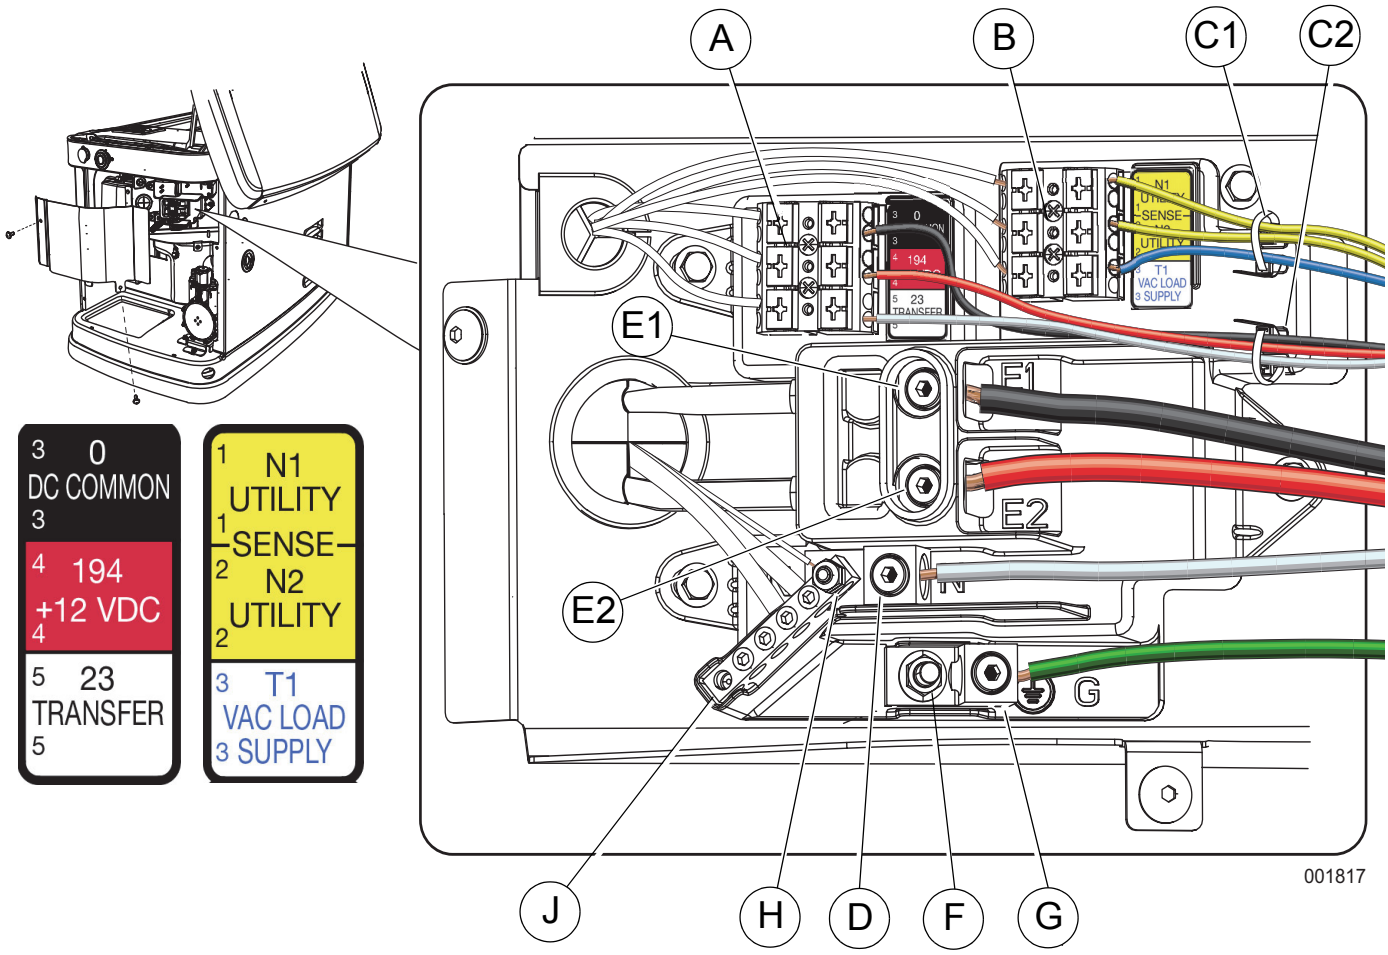

Figure 6-1. Branchements des fils électriques
Voir la section ***Figure 6-1***. Le boîtier de câblage électrique est situé derrière un panneau d'accès, du côté de l'entrée d'air du générateur. Retirez le panneau d'entrée d'air de la façon décrite à la section ***Retrait du panneau d'entrée d'air***, puis retirez le panneau d'accès. Branchez les fils conformément aux schémas et aux tableaux.
4. Dénudez les extrémités des câbles. Ne retirez pas trop de gaine isolante. Voir la section ***Figure 6-1***. Glissez les fils de détection dans le fil d'attache fourni (C1), puis branchez-les à la plaque à bornes de détection (B). Appuyez sur le point de raccordement à ressort avec un tournevis à tête plate, insérez le fil et relâchez.
5. Faites de même avec les fils de commande. Glissez-les dans le fil d'attache fourni (C2), puis branchez-les à la plaque à bornes de commande (A).
2. Voir la section ***Figure 6-1***. Desserrez les cosses aux bornes neutre (D), de mise à la terre (G) et de fils d'alimentation principaux (E1, E2).
REMARQUE : Liaison du neutre – si les installations nécessitent que le neutre soit relié à la terre, cela doit être effectué sur les bornes de branchements clients à l'intérieur du générateur. Voir la section ***Figure 6-1***. Connectez la barre neutre (J) au plot de mise à la terre (F) avec un fil de taille convenable. Serrez l'écrou du plot de mise à la terre à un couple de 3,95 Nm (35 po-lb). Ceci est habituellement nécessaire lorsque le générateur représente la source dans un système dérivé séparément. Ce n'est pas nécessaire lorsque le générateur constitue une source d'appoint dans un système électrique du réseau public avec un commutateur de transfert bipolaire. L'installation doit être réalisée conformément aux articles 250.30 et 250.35(A) du Code national de l'électricité (NEC) si le générateur est intégré à un système dérivé séparément.